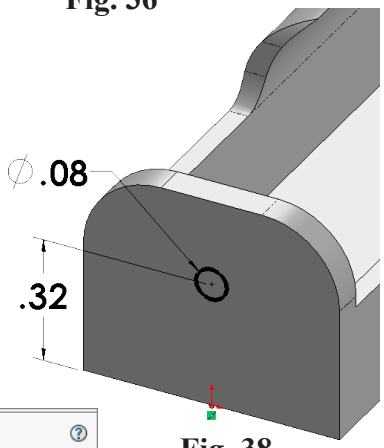

Fig. 38
Step 8. Add dimensions, **Fig. 38**.